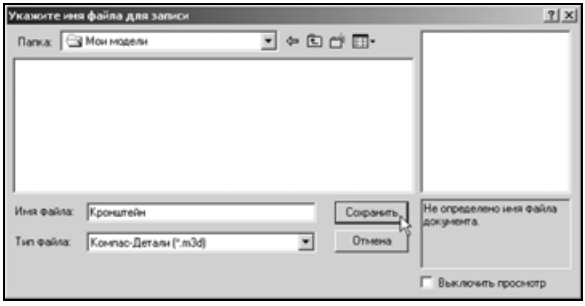

Рис. 2.15
- Введите с клавиатуры имя документа `Кронштейн` и нажмите кнопку **Сохранить** (рис. 2.15).